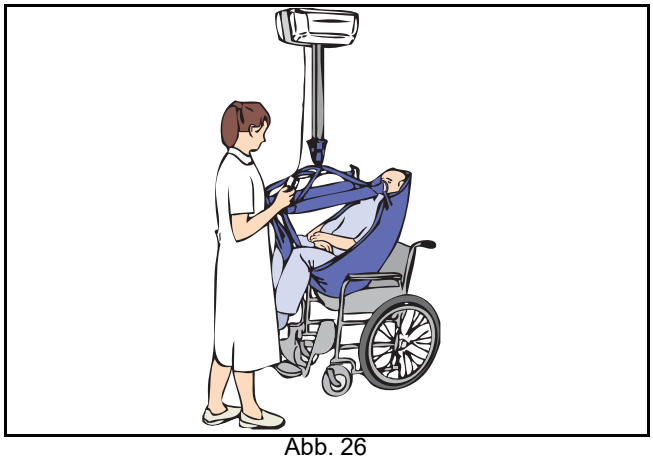

Abb. 26
2) Überzeugen Sie sich davon, dass alle vier Gurtschlaufen sicher eingehakt sind, und heben Sie den Pflegebedürftigen unter Verwendung der Handbedienung an. Ab diesem Zeitpunkt wird die Kopfstütze benötigt. Das ist die für den Transfer bequemste Position, da in dieser Stellung der Druck auf die Oberschenkel des Bewohners/Patienten verringert wird. Wenn der Bewohner/Patient zurück in einen Stuhl gesenkt wird oder von einem Stuhl auf das Bett umgelagert wird, lässt sich der Neigungswinkel den individuellen Ansprüchen des Bewohners entsprechend verstellen (siehe Abb. 26).